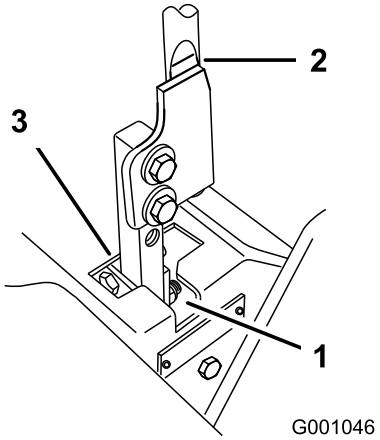

Rysunek 73
5. Ustaw dźwignię w położeniu NEUTRALNYM, ale nie blokuj jej (Rysunek 73).
6. Pociągnij dźwignię do tyłu aż sworzeń z łbem płaskim (na ramieniu pod osią przegubu wału) zetknie się z końcem szczeliny (będzie lekko naciskać na sprężynę) (Rysunek 73).
7. Sprawdź, w którym miejscu znajduje się dźwignia względem wycięcia w konsoli (Rysunek 73). Powinna ona być wyśrodkowana i umożliwiać obrót na zewnątrz do położenia NEUTRALNEGO ZABLOKOWANEGO.